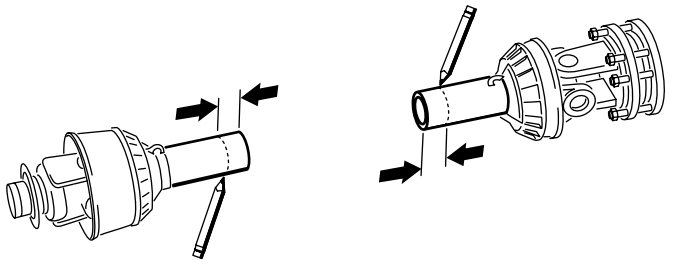
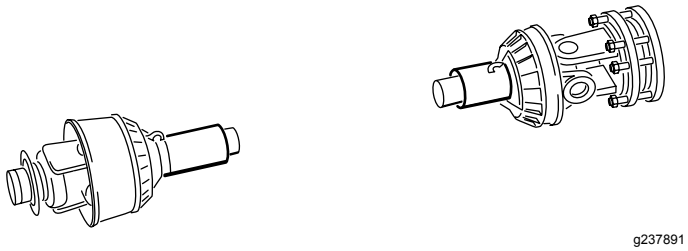

**Figur 20**
**Figur 21**
14. Använd måtten som du räknade ut i steg 11 för att hitta, märka ut och kapa av enbart säkerhetsskyddet för att blottlägga rören (Figur 20 och Figur 21).